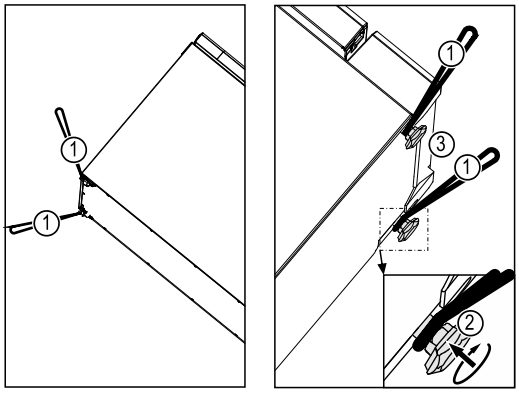

Fig. 6
- ▶ Turn in the adjustable feet *Fig. 6 (2)* on the appliance in order to be able to use the lower transport straps.
- ▶ Use all four carrying straps *Fig. 6 (1)*.